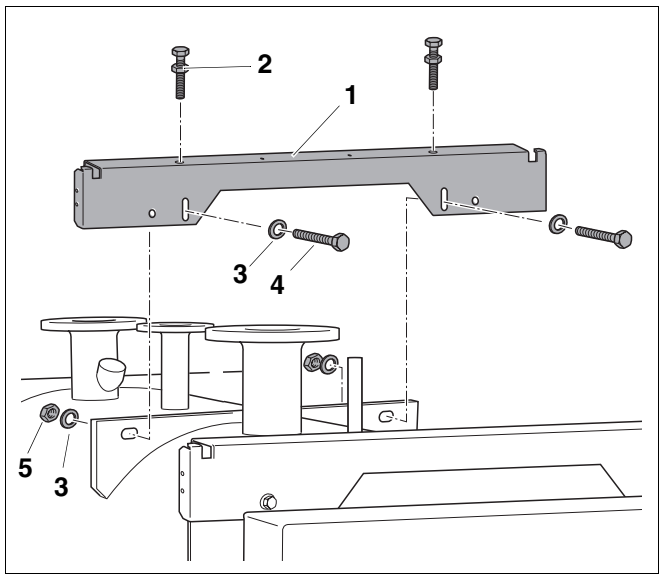

Рис. 14 Монтаж средней траверсы
- Закрутить регулировочные винты с гайками (рис. 14, **поз. 2**) в траверсу.
- Среднюю траверсу (рис. 14, **поз. 1**) прикрепить к держателю на котле 2 болтами (рис. 14, **поз. 4**) с 4 шайбами (рис. 14, **поз. 3**) и 2 гайками (рис. 14, **поз. 5**). Отбортовка траверсы должна быть направлена назад. Гайки накрутить только слегка, чтобы возможно было последующее выравнивание регулировочным винтом.